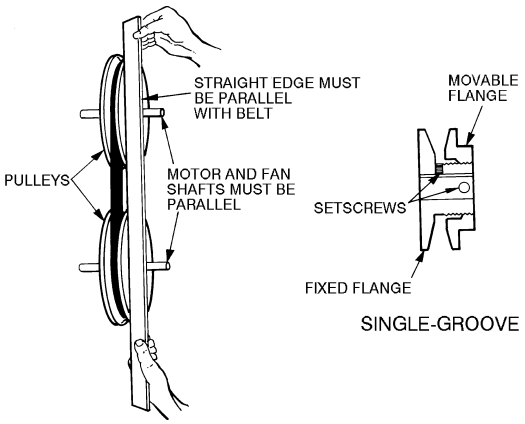

**Fig. 44 — Evaporator-Fan Pulley Adjustment**
3. Loosen movable pulley flange setscrew (see Fig. 44).
3. Adjust bolt and nut on mounting plate to secure motor in fixed position. See Fig. 44.